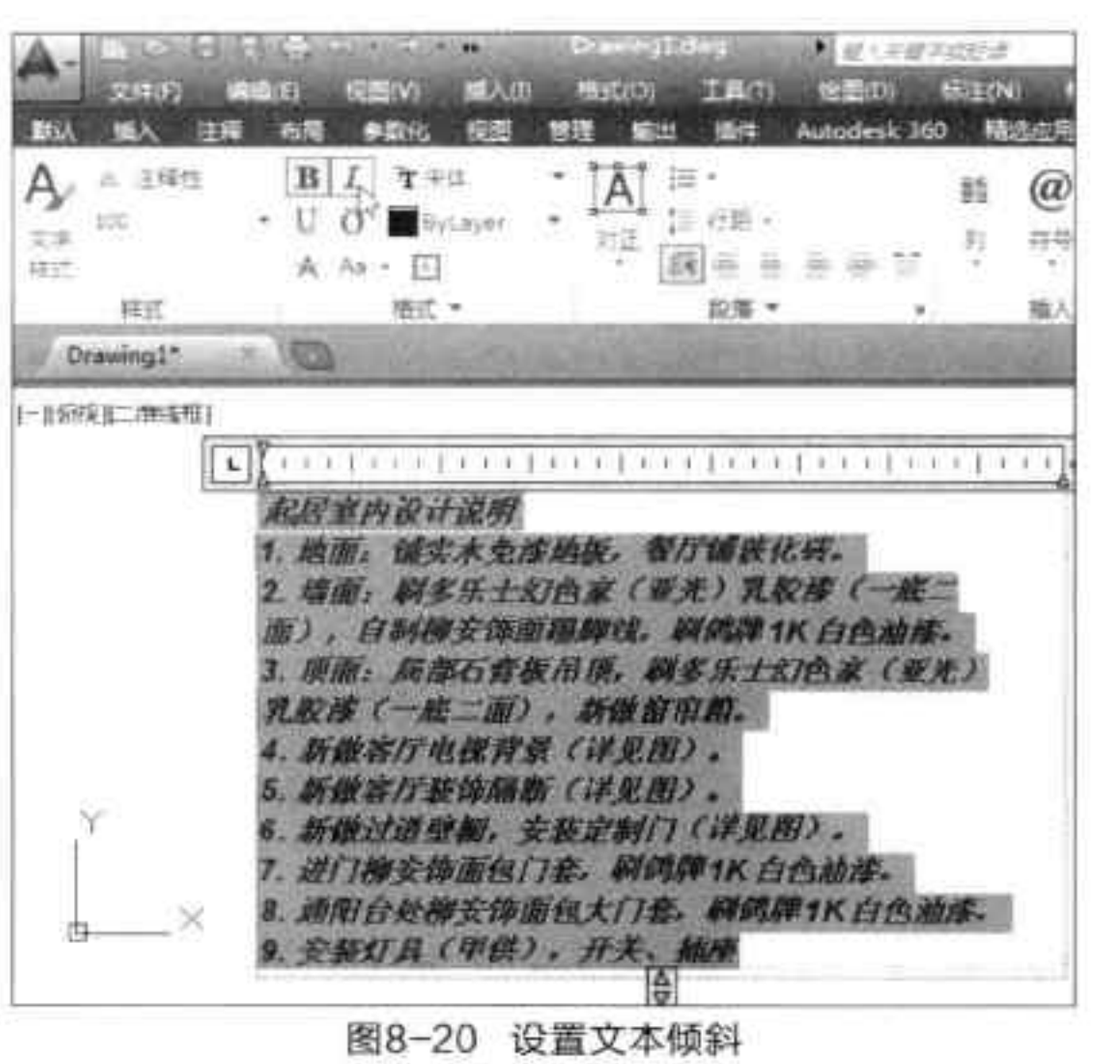

图8-20 设置文本倾斜
Step 02 执行“文字编辑器>格式>倾斜”命令，将文本字体倾斜，如图8-20所示。